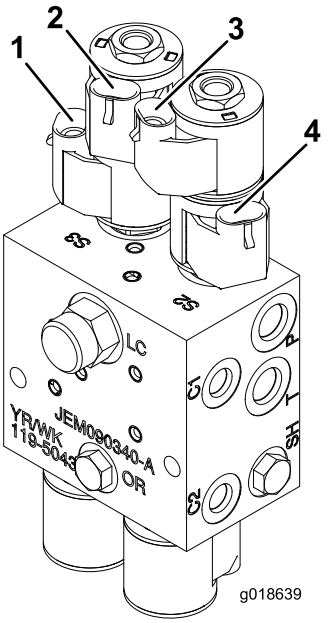

Figuur 19
8. Verbind de klemmen van de kabelboom voor de linkerspuitboom met de magneetkleppen van het hydraulische blok (Figuur 19).